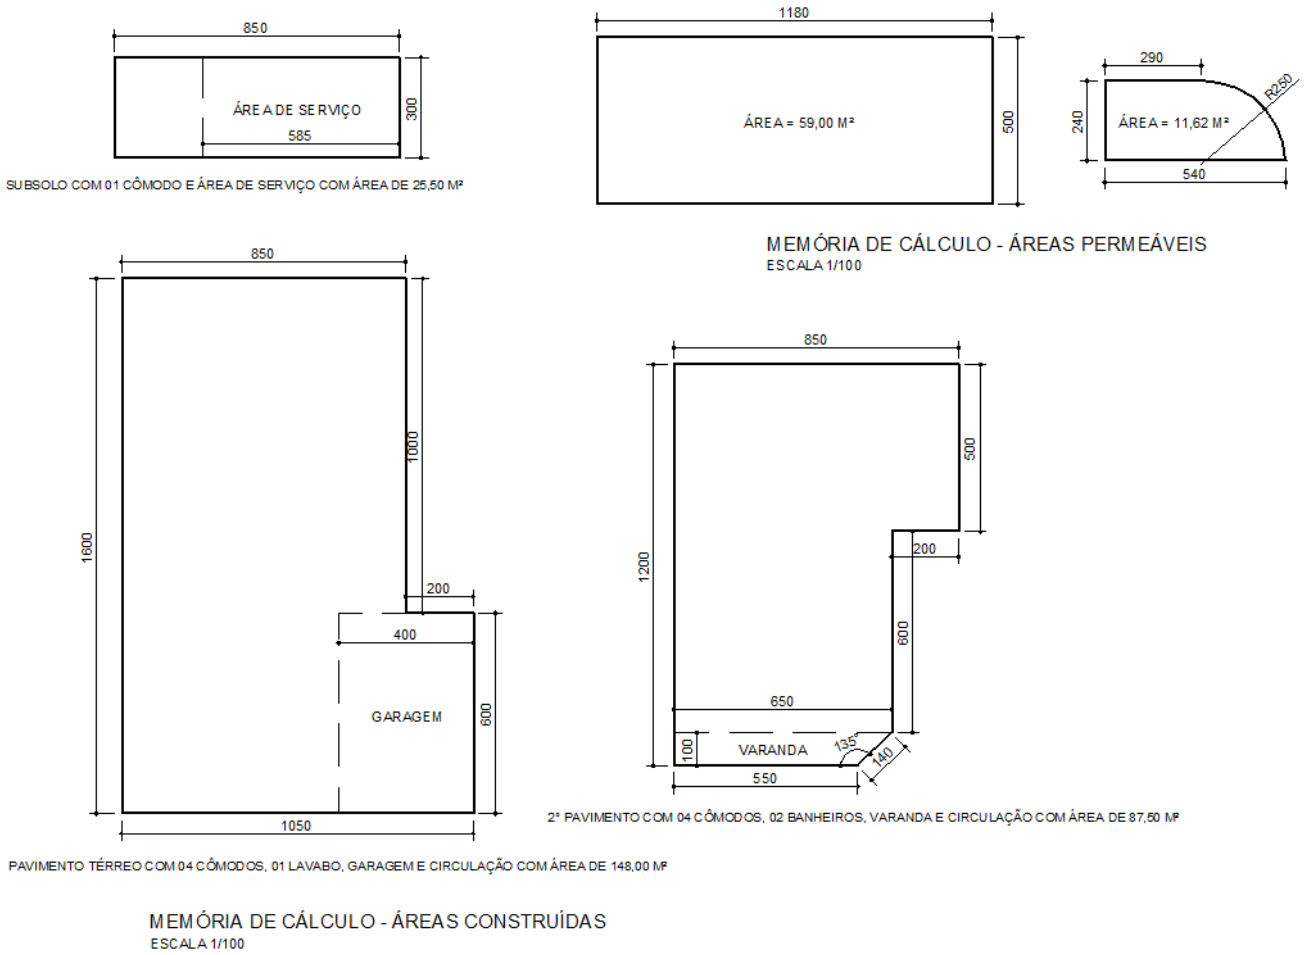

FIGURA 61
- No polígono citado acima delimitar com linha tracejada e cotar garagens, varandas e a área de serviço (FIGURA 61);
- Descrever a área construída e o número total de cômodos em cada pavimento, discriminando dos demais (FIGURA 61):